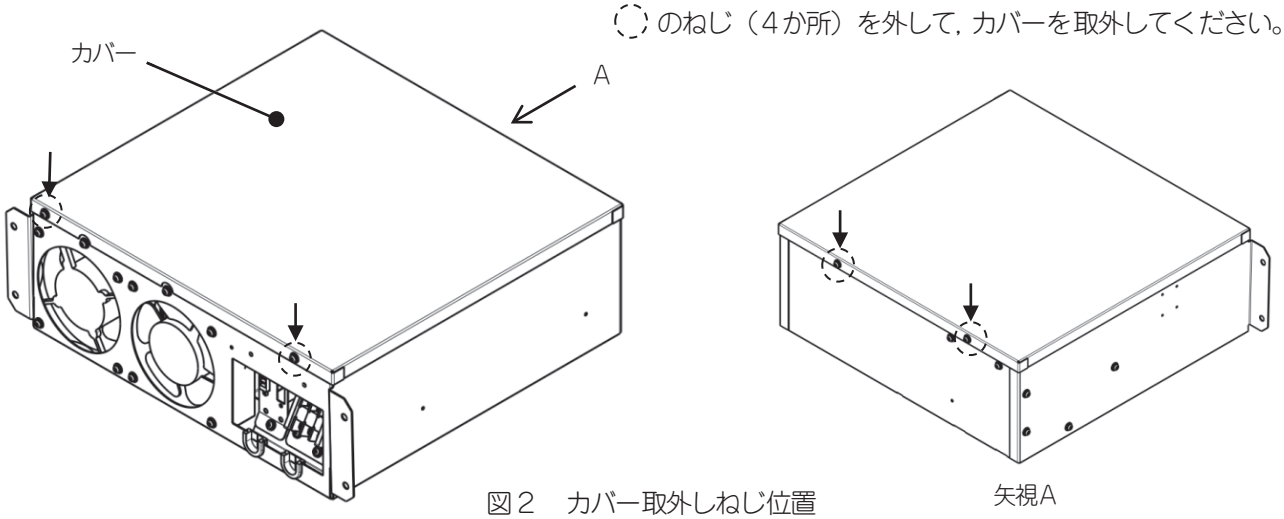
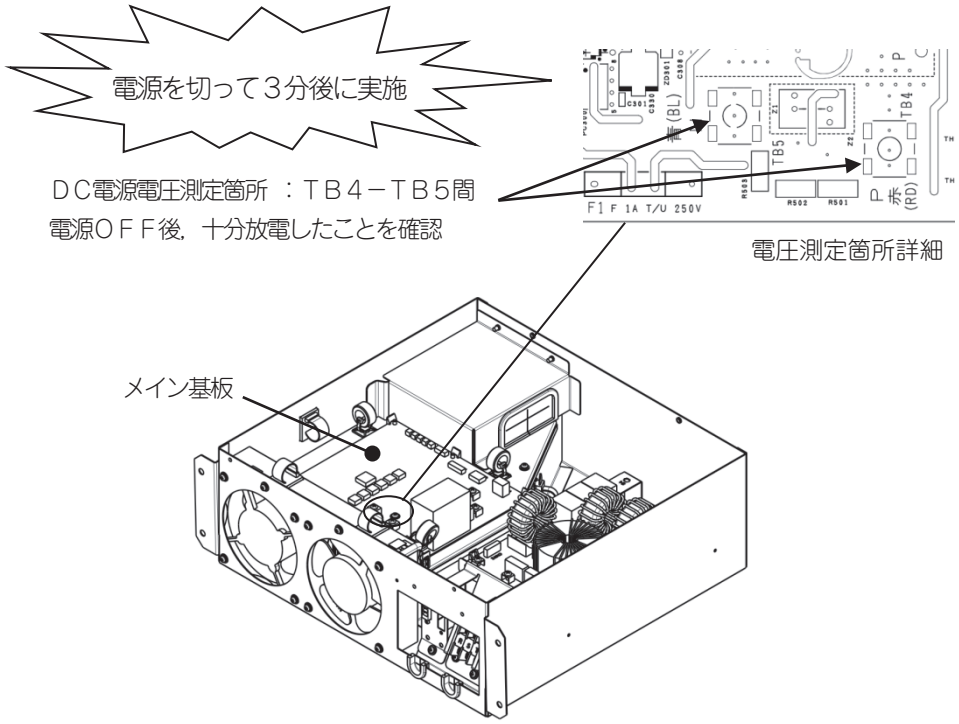

図２　カバー取外しねじ位置
図３　電圧測定箇所およびメイン基板位置
1) 交換作業は，**電源を切って３分後**に実施してください。コントローラのカバーを取外し（図２参照），**ＤＣ電源電圧を測定し十分に放電した**ことを確認してください。（図３参照）